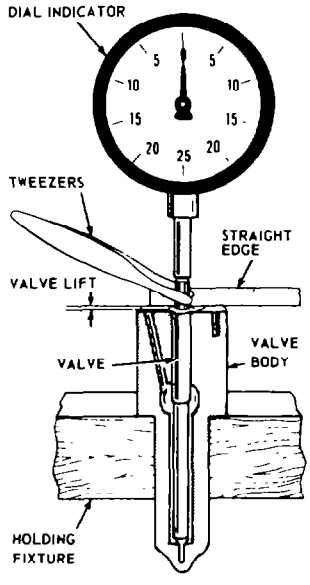

Fig. 128 — Method of Checking Nozzle Valve Lift
h. Inspect the nozzle sealing face. If scratched, lap on a lapping plate using polishing tallow 66—0660(B) until the surface is smooth (mirror finish) and flat.
j. Check the nozzle valve lift using a straight edge and a dial indicator. Place the nozzle body in a soft jaw vice, install and zero the dial indicator on the end of the nozzle valve and position the straight edge across the nozzle body. Using a pair of tweezers raise the valve until it contacts the straightedge. Check the amount of lift shown on the dial indicator, this should be 0.355 mm (0.014 in.). See fig. 128. Replace if it varies.